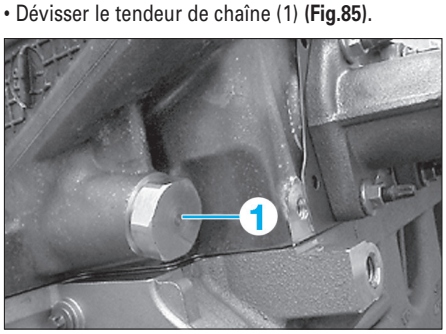

Fig. 85
• Dévisser le tendeur de chaîne (1) **(Fig.85)**.